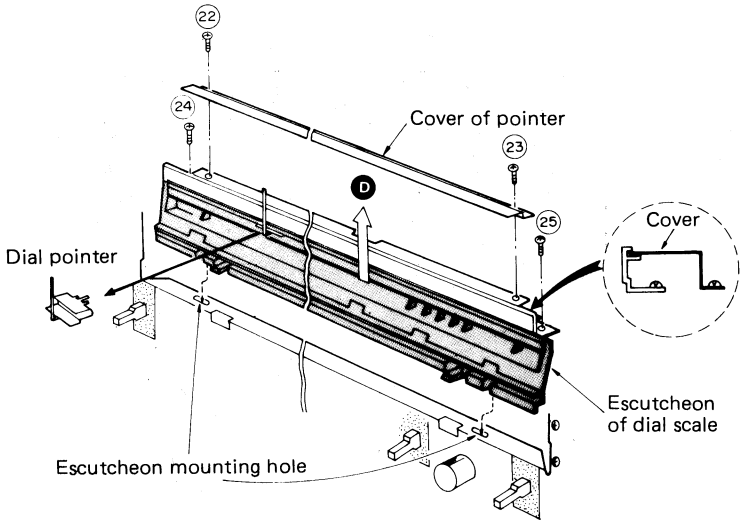

Fig. 4
4. Remove the 2 setscrews [Fig. 4: ㉒,㉓] to detach the cover of dial pointer.
5. Remove the dial cord and pull out the dial pointer. Next, remove the 2 setscrews [Fig. 4: ㉔,㉕] to detach the escutcheon of dial scale in the direction of the arrow Ⓓ.